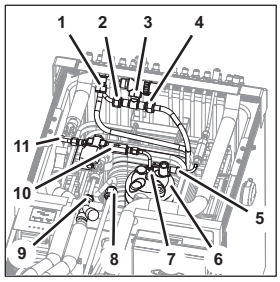

Fig. 49
2. Disconnect the water input line (Fig. 49/11) on the coupling (Fig. 49/2) from the T-fitting of the water inlet pressure reducing valve (Fig. 49/3).
3. Disconnect the connecting line from the non-return valve of the solenoid valve (Fig. 49/10) to the carbonator tank (Fig. 49/6) from the coupling (Fig. 49/7).
4. Lift the water input line (Fig. 49/11) with the connecting line from the non-return valve of the solenoid valve (Fig. 49/10) to the carbonator tank (Fig. 49/6) out of the unit.
5. Disconnect the pre-cooling coil from the coupling (Fig. 49/4).
6. Disconnect the soda water circulation line (return) from the coupling (Fig. 49/1).
7. Disconnect the CO_2-IN line from the coupling (Fig. 49/5).
8. Disconnect the soda water line to the circulation pump from the push-in fitting (Fig. 49/9).
9. Disconnect the carbonator pump connecting line from the pre-cooling coil of the coupling (Fig. 49/8).
20. Attach the connecting line from the carbonator pump to the pre-cooling coil to the coupling (Fig. 49/8).
21. Attach the soda water line to the circulation pump to the push-in fitting (Fig. 49/9).
22. Attach the CO_2-IN line to the coupling (Fig. 49/5).
23. Attach the soda water circulation line (return) to the coupling (Fig. 49/1).
24. Attach the pre-cooling coil to the coupling (Fig. 49/4).
25. Position the water input line (Fig. 49/11) with the connecting line from the non-return valve of the solenoid valve (Fig. 49/10) to the carbonator tank (Fig. 49/6) within the unit.
26. Attach the connecting line from the non-return valve of the solenoid valve (Fig. 49/10) to the carbonator tank (Fig. 49/6) to the coupling (Fig. 49/7).
27. Attach the water input line (Fig. 49/11) on the coupling (Fig. 49/2) to the T-fitting of the water inlet pressure reducing valve (Fig. 49/3).